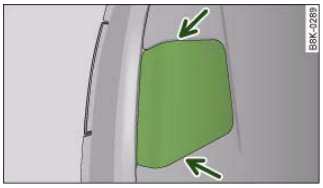

Fig. 278 Boot lid: Opening the cover in the boot lid
– Using the flat-blade side of the reversible screwdriver insert, carefully detach the cover cap ⇒ *page 286,* fig. 278 -arrows-.